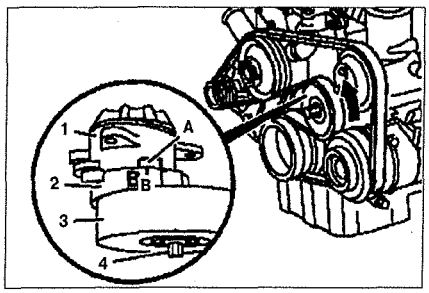

Рис. 1.8. Ослабление ремня привода на двигателях 111.979.
1. **На двигателях 111:** зафиксируйте от перемещения качающийся рычаг натяжного устройства **2** и натяжной шкив **3** в направлении вращения (см.рис.1.8).
- зафиксируйте от передвижения качающийся рычаг натяжного устройства **2** и натяжной шкив **3** в направлении вращения (см.рис.1.8). Установите ремень на шкив водяного насоса;
- отпустите качающийся рычаг и натяжной шкив. Проверьте установку ремня и расположение меток **В** на натяжном рычаге и индикационной поверхности корпуса **А**. Если ремень подобран и установлен правильно, метка **В** должна быть левее на треть индикационной поверхности (см. рис. 1.8).